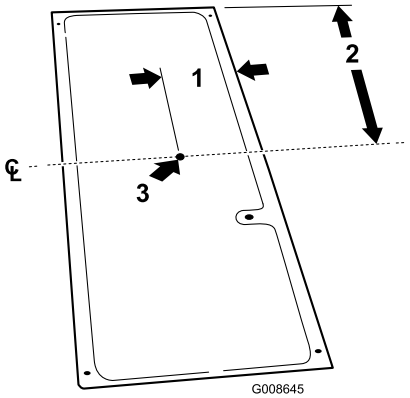

Figure 2
3. Using the dimensions shown in Figure 2, locate, mark and drill a 13/16 inch diameter hole through the floor plate and foot tread.